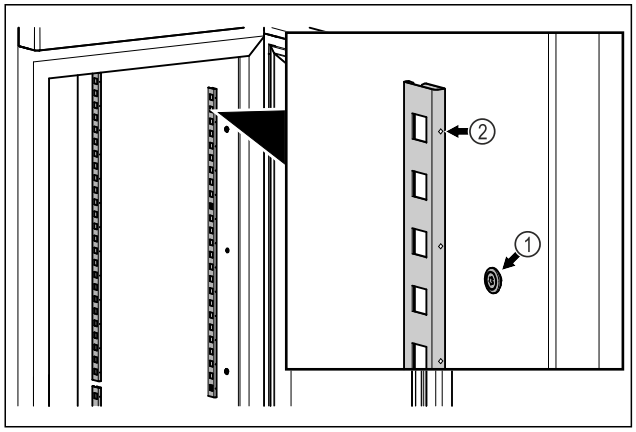

Fig. 48 Voorbeeld
▶ Vastzetstrips in de ophanging *Fig. 48 (1)* haken. Markering *Fig. 48 (2)* moet naar voren wijzen.